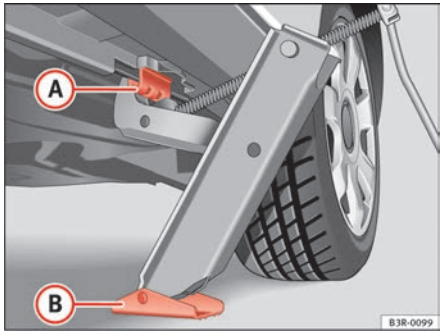

Fig. 180 Changing the wheel: Jack
– Align the jack so that the arm of the jack fits on the rib under the door sill ⇒ fig. 180 (A) and the movable base plate of the jack (B) is flat on the ground.